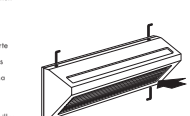

Fig. 4
- Rimontare il corpo esterno serrando correttamente le 4 viti situate sul bordo **(fig 4)**.
- Reassemble the external housing tightening correctly the 4 screws situated on the edge **(fig. 4)**.
- Remonter le corps extérieur en serrant correctement les 4 vis situées sur le bord **(fig. 4)**.
- Das äußere Gehäuse wieder aufsetzen und die 4 am Rand befindlichen Schrauben richtig festziehen **(Abb. 4)**.
- Volver a montar el cuerpo exterior apretando correctamente los 4 tornillos situados en el borde **(fig. 4)**.